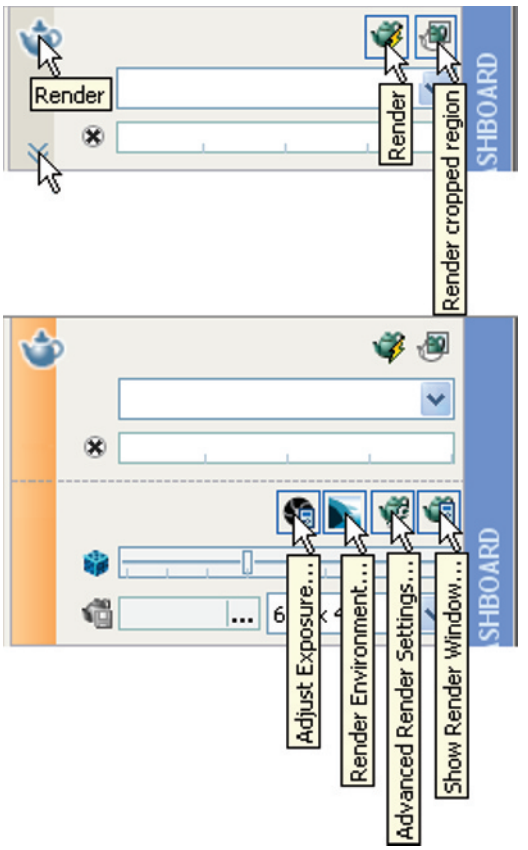
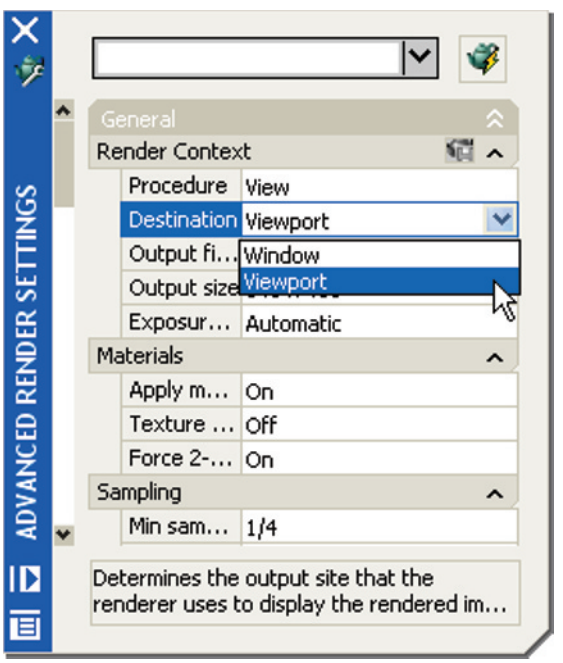
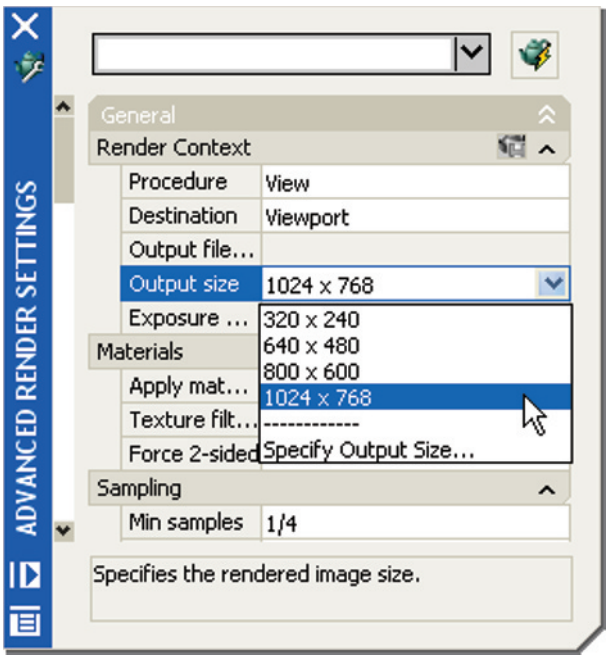

Fig. 16.7 The tool and dialog icons in the **Render** control panel
Fig. 16.13 The **ADVANCED RENDER SETTINGS** palette
Fig. 16.20 Selecting an **Output size** from the **ADVANCED RENDER SETTINGS** palette
The tool and dialog icons in the **Render** control panel are shown in Fig. 16.7.
6. In the **Render** control panel of the **DASHBOARD** *click* the **Advanced Render Settings...** icon (see Fig. 16.7 on page 5). The **ADVANCED RENDER SETTINGS** palette appears (Fig. 16.13).
7. In the palette *click* in the **Procedure** field and select **View**; *click* in the **Destination** field and select **Viewport** as the rendering destination (Fig. 16.13).
7. *Click* the **Render cropped region** icon in the **Render** control panel (Fig. 16.7, page 258) and *window* the 3D model. The model renders.
9. *Click* the **Advanced Render Settings...** tool in the **Render** control panel (Fig. 16.7, page 258) and in the palette which appears adjust the **Output size** to **1024 × 768** or to a larger size if possible (Fig. 16.20).